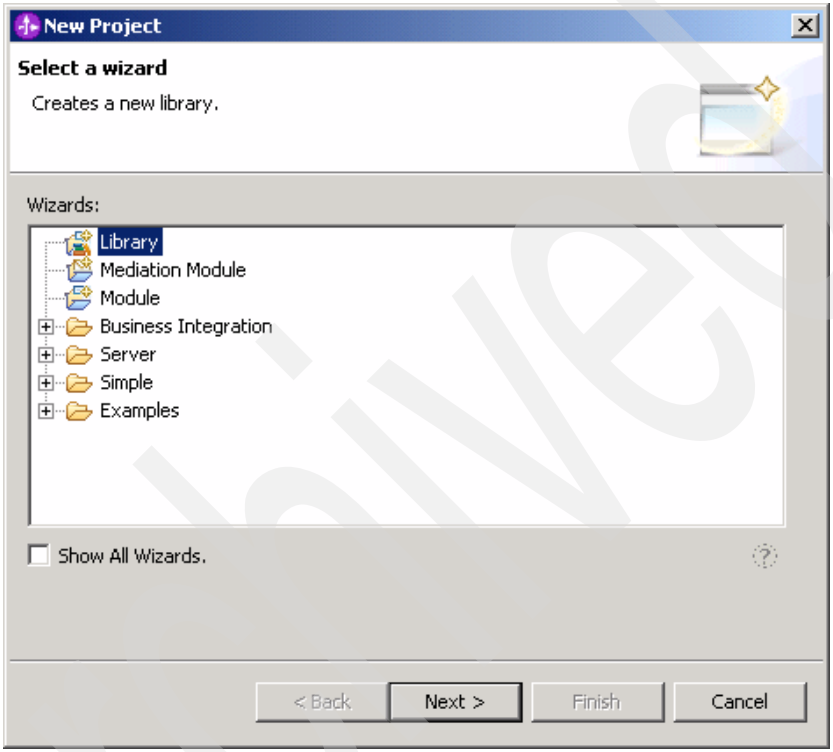

Figure 10-9 New Project panel
b. In the New Project panel (Figure 10-9), select **Library** and click **Next**.